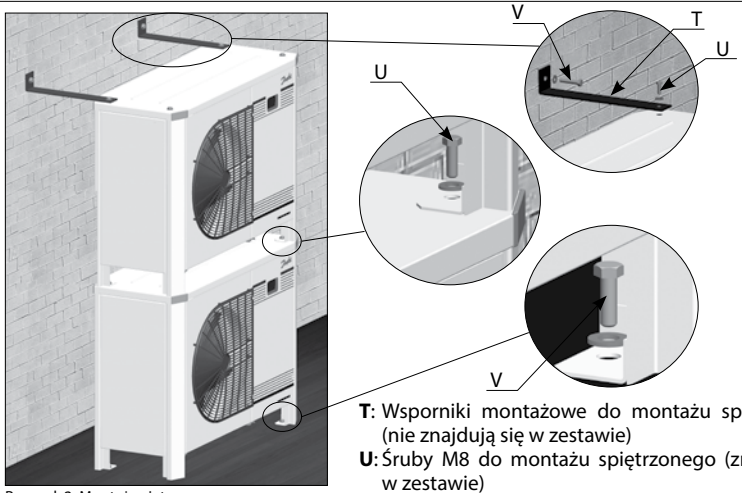

Rysunek 2: Montaż spiętrzony
- W przypadku montażu spiętrzonego szczytowe urządzenie musi być zamontowane do ściany, jak przedstawiono na rys. 2.